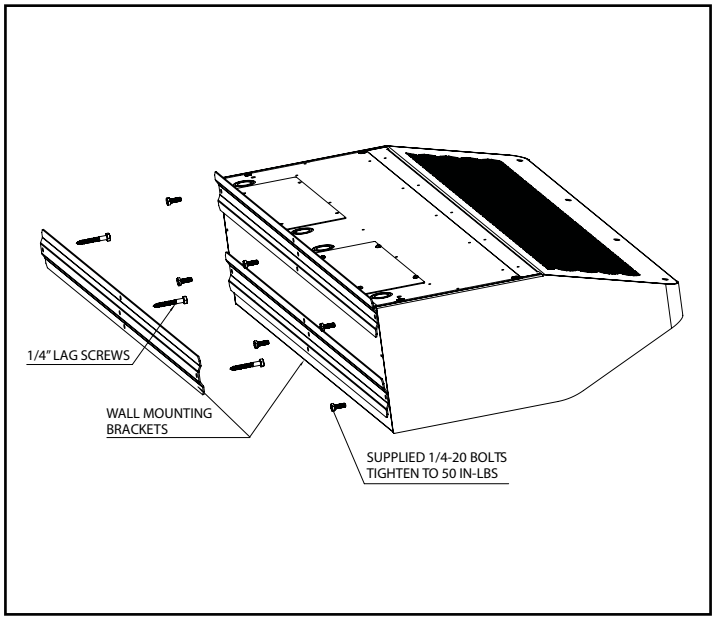

Figure 4 - Wall Mounting Preparation
1. Locate the wall mounting brackets. Two of the wall mounting brackets are shipped already attached to the back of the air curtain, and the third is shipped loose and can be found in the carton that contained the air curtain. ***See Figure 4.***